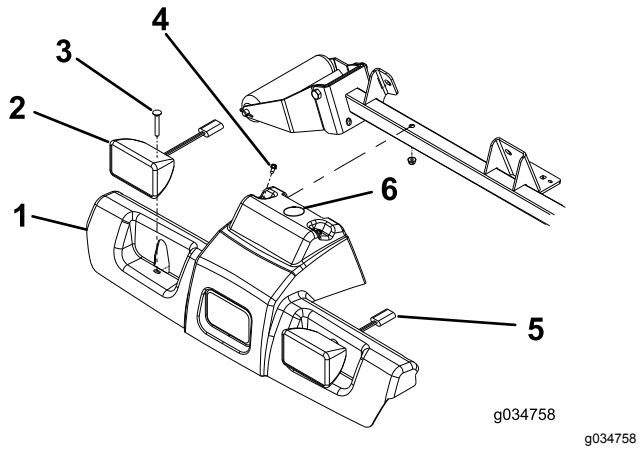

Figur 1
1. Ta bort muttrarna från de två vagnsskruvar som håller fast strålkastarna på traktorenhetens ram (Figur 1).
2. Ta bort de två självgängade skruvarna som håller fast överdelen av plattformens skydd på ramen (Figur 1).
3. Dra ut strålkastarkontakterna och ta bort plattformens skydd från ramen (Figur 1).
4. Borra ett hål på 38 mm i plattformens skydd på den plats som visas i Figur 1.